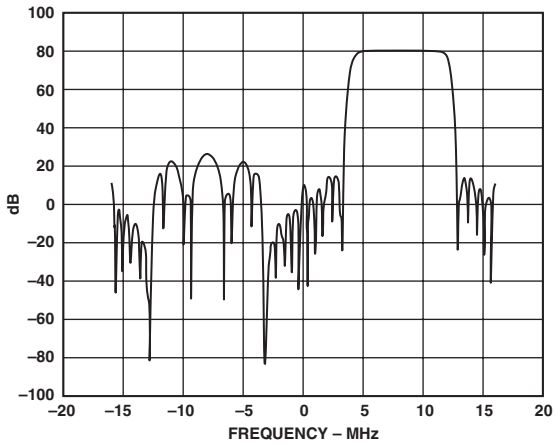

Figure 5. Tx Hilbert Filter, Keeping Positive Frequencies Spectral Plot
The Hilbert filter is available to provide a Hilbert transform of "real" input data at a low intermediate frequency (IF) between 12.5% to 38% of the input data rate. The Hilbert filter essentially transforms this "real," single channel input data into a complex representation (i.e., I and Q components) that can be used as part of an image rejection architecture. The complex data can than be processed further using the on-chip digital complex modulators. The Hilbert filter requires 4× interpolation to be enabled and accepts data at a maximum 32 MSPS. Figure 5 shows a spectral plot of the Hilbert filter impulse response.